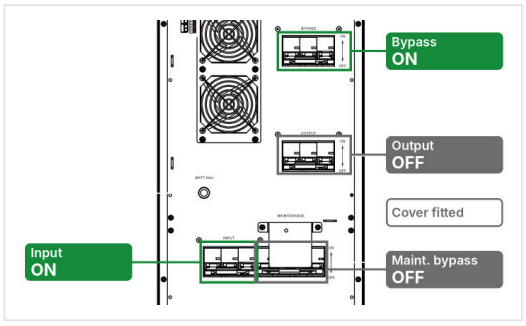
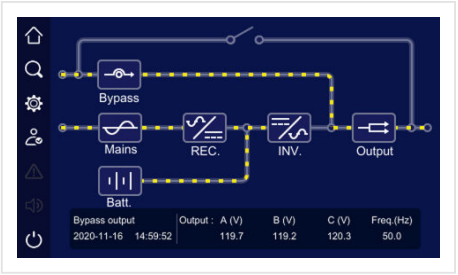

FIGURE 6-3 Step 1: INPUT and BYPASS ON
FIGURE 6-5 Step 1 — bypass output
1. Close the INPUT and BYPASS breakers (Figure 6-3). The touchscreen lights, initializes and shows the bypass output (Figure 6-5).